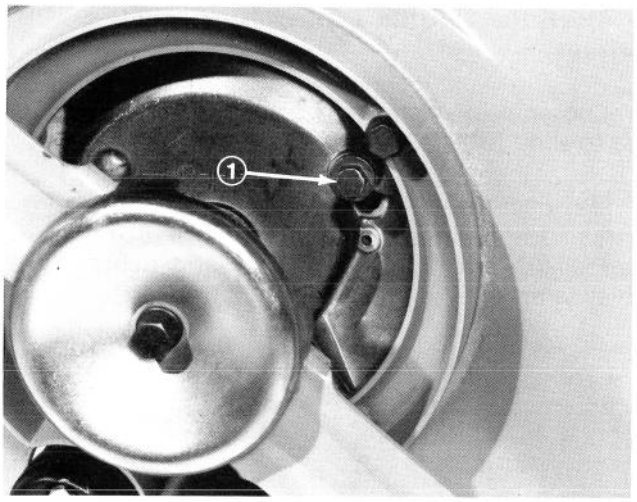

Figure 38
3. Tip mower on its left side, remove drain plug from bottom of engine, lower mower into drain pan and allow oil to flow into drain pan (Fig. 38). After all oil is drained, install drain plug but do not fill crankcase with oil until steps 4 through 9 are completed.